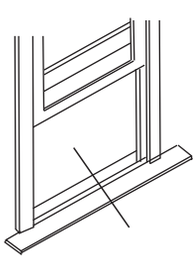

Fig.11
1. Ouvrez la fenêtre et marquez le centre du rebord intérieur de la fenêtre, comme indiqué à la Fig.11.